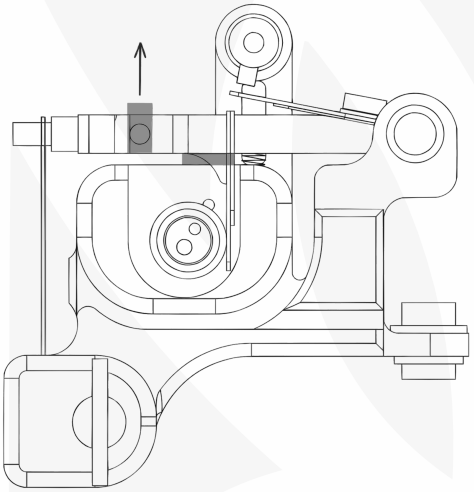

Fig 6: *Desactivation de la vis d’impact*
- **Instruction :** Si vous souhaitez desactiver la **vis d’impact**(2), **rétractez-la** simplement jusqu'à ce qu'elle ne soit plus en contact avec le **châssis**(17). A ce moment, **le caoutchouc**(4) entre le **châssis** et la **barre d’armature**(1) assumera la fonction d'amortir le **coup**. (Fig. 6)